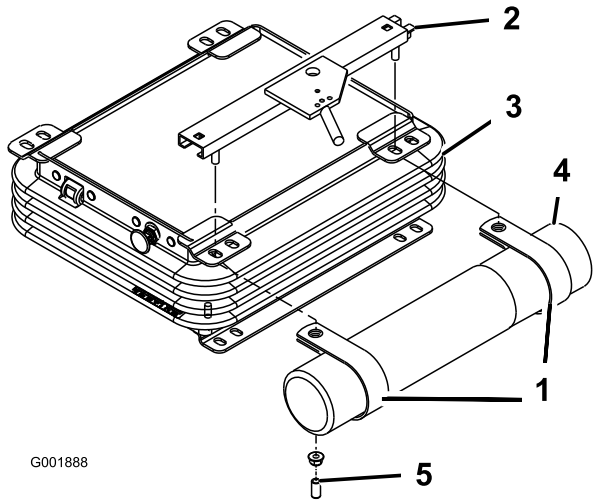

Figure 7
2. Retirez les 2 écrous et capuchons en vinyle (le cas échéant) qui fixent le support de siège supérieur au côté gauche de la suspension du siège (Figure 7).
3. Montez les colliers en R sur les goujons du support de siège au moyen des 2 écrous retirés précédemment, mais sans les serrer (Figure 7). Les colliers en R doivent être placés sous les languettes de la suspension.
4. Placez le tube de rangement du manuel dans les colliers en R et serrez les écrous (Figure 7).